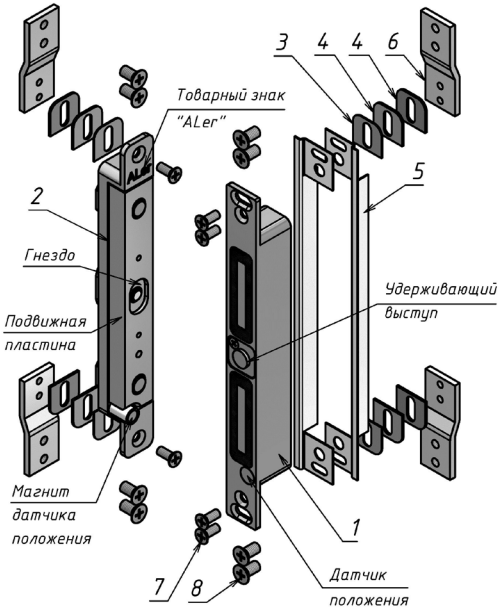

Рисунок 1- Комплект поставки замка AL-250SM
5.1 Замок состоит из корпусной и якорной частей. Корпусная часть монтируется в дверной коробке, якорная часть - в двери. При закрытии двери подвижная пластина якорной части притягивается к рабочей поверхности корпусной части с задержкой в 1 сек., при этом удерживающий выступ на корпусной части входит в соответствующее гнездо пластины якоря и блокирует дверь (рисунок 1). При снятии напряжения питания замок разблокируется, что приводит к отпиранию двери.
5.2 Датчик положения, расположенный на фланце корпуса, и магнит датчика положения, расположенный в якорной части (рисунок 1), используются для управления внутренней электронной схемой замка и определяют режимы «ПОДБРОС» и «УДЕРЖАНИЕ». При закрывании двери по сигналу датчика положения выполняется включение обмоток замка большим током намагничивания. Тем самым реализуется режим активного притягивания («подброс») якоря. Режим «ПОДБРОС» длится от 1 до 4 секунд, после чего происходит переключение в режим «УДЕРЖАНИЕ», при котором замок находится в заблокированном положении с пониженным током потребления.
6.4 Для монтажа корпусной части в дверной коробке подготавливается аналогичное гнездо напротив гнезда в двери. Корпусная часть замка ориентируется относительно якорной части по датчику положения на фланце замка. Датчик положения на корпусе должен находиться напротив магнита на якорной части (рисунок 1).